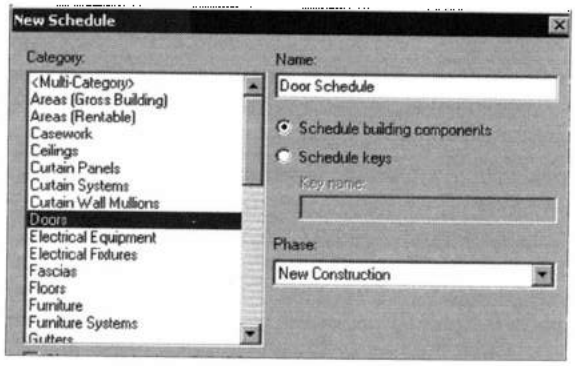

Рис. 32.1. *Создание новой спецификации*
1. На ленте **View** (Вид) в разделе **Create** (Создать) выбрать команду **Schedule > Schedule/Quantities** (Создать > Спецификация/Ведомости) и задать в боксе **New Schedule** (Новая спецификация) (рис. 32.1) тип спецификации:
1. Открыть бокс **New Schedule** (Новая спецификация) (см. рис. 32.1). Выбрать в списке **Category** (Категория) элемент, для которого будут создаваться стили, и установить флажок **Schedule Keys** (Ключи спецификаций), чтобы спецификация создавалась как спецификация стилей. При необходимости переименовать название спецификации (**Name**) и имя ключа (**Key Name**).